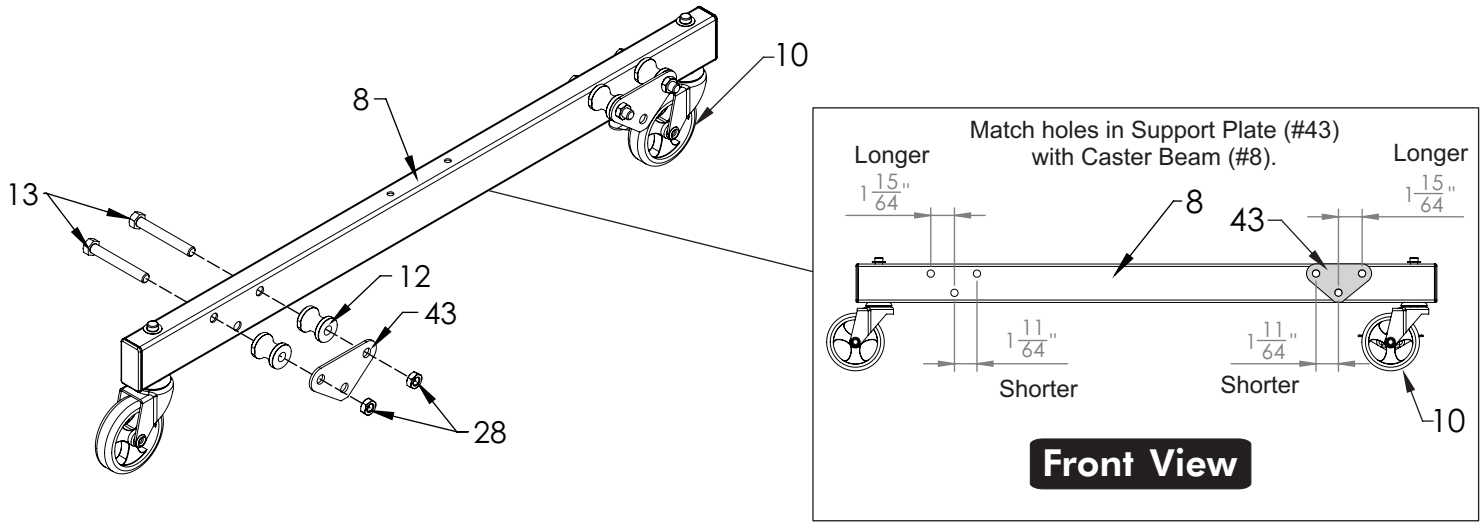

Figure 2
2. Lay Support Plates (#43) on Caster Beam (#8) to line up holes, the distance between middle holes to side holes is different, see **Front View** of **Figure 2**. Attach Stop Spools (#12) and Support Plates (#43) to side of Caster Beam without logo with Bolts (#13) and Nuts (#28) but **do not** tighten completely. See **Figure 2**.